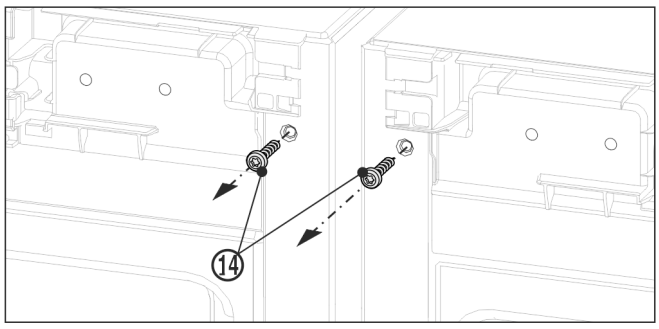

Fig. 9
▶ Înainte de montarea vinclului superior extrageți prin rotire cele două șuruburi pentru pământare *Fig. 9 (14)*.